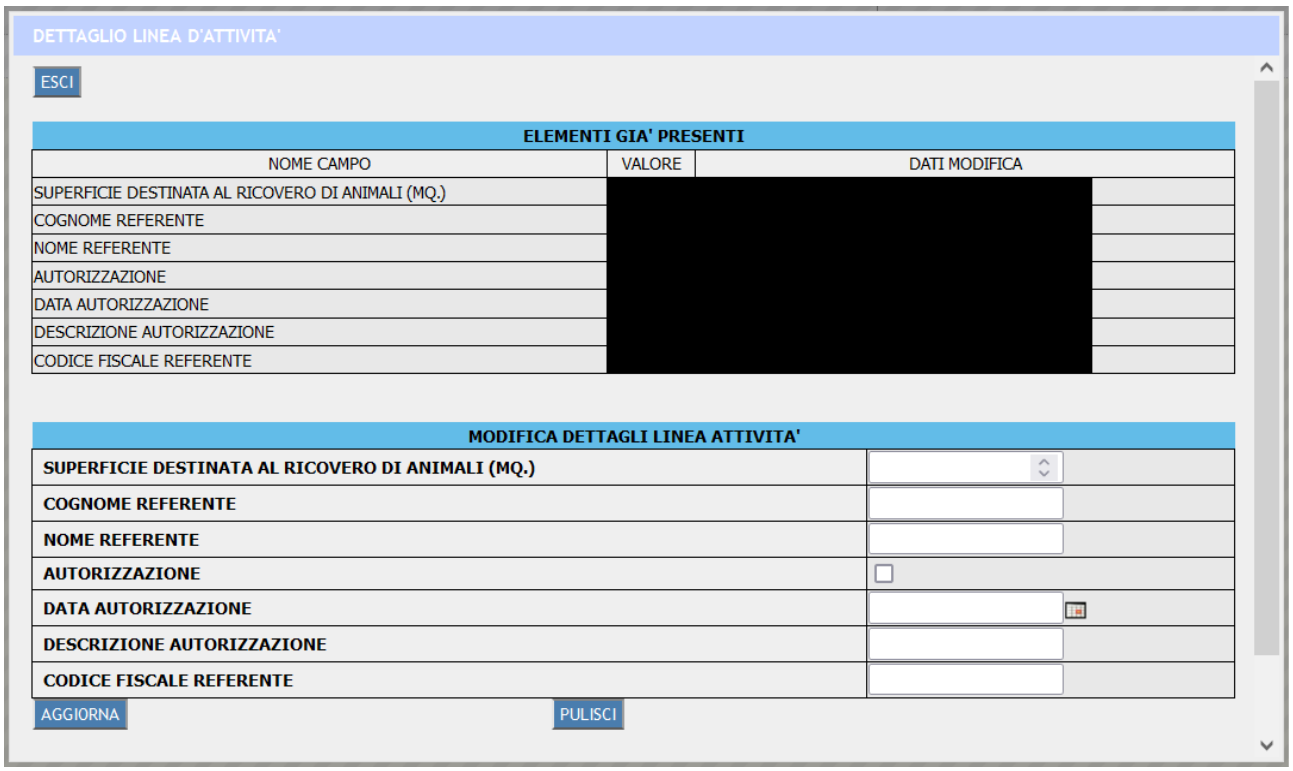

Figura 2.6: Schermata per la gestione dati aggiuntivi - Igiene urbana veterinaria
Le linee di attività con macroarea *Igiene urbana veterinaria* e *Riproduzione animale* presentano la schermata in *Figura 2.6**, dove la sezione *Elementi già presenti* mostra una lista dei dati già caricati, mentre tramite la sezione *Modifica dettagli linea attività* è possibile modificarli; qualora non fossero ancora presenti dati, viene invece visualizzata la schermata di inserimento.
*N.B.: La *Figura 2.6* rappresenta la schermata che appare per una linea di *Igiene urbana veterinaria*; la schermata analoga per *Riproduzione animale* presenta alcune differenze, ma lo stesso funzionamento.